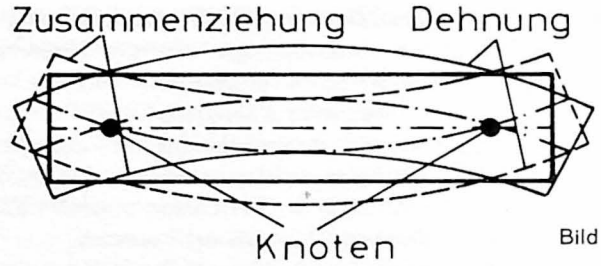

Bild 32
1. Biegeschwinger (Bild 32) werden in einem Frequenzbereich von 1 bis 50 kHz hergestellt. Die Ausführung kann zwei- oder dreipolig sein.